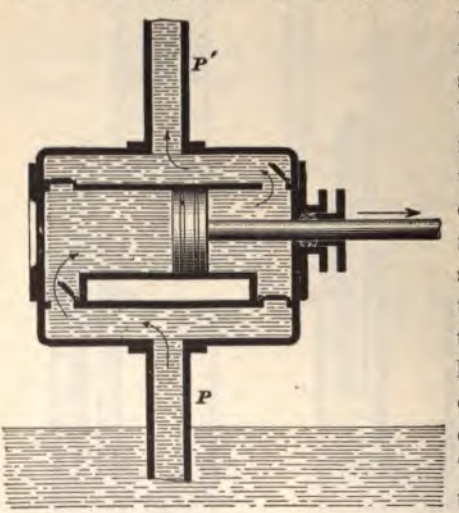

FIG. 29.
76. A **double-acting force pump** of the piston pattern is shown in Fig. 29. Such a pump has two sets of suction valves and delivery valves, one set for each side of the piston. With the piston moving in the direction of the arrow, the pressure of the atmosphere forces the water up the suction pipe P into the left-hand end of the pump cylinder, the left-hand suction valve opens and the left-hand delivery valve is closed. The piston in moving to the right, displaces the water in the right-hand end of the pump cylinder; as a consequence the right-hand suction valve is closed and the right-hand delivery valve opens. The water now flows up the delivery pipe P'. Imagine that the piston is at the end of its stroke and commences to move to the left. Its first movement